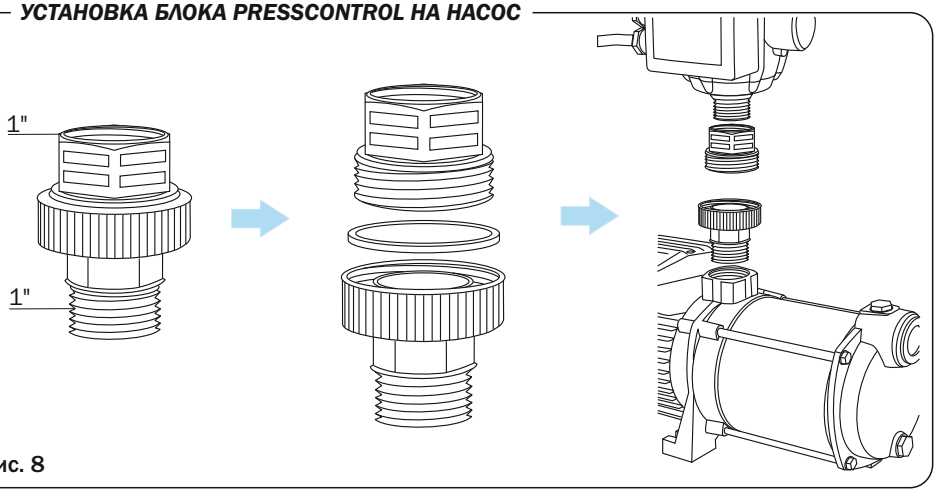

рис. 8
- Установить блок управления на насос как показано на рис.8. Для удобства монтажа рекомендуется использовать входящий в комплект поставки разъемный фитинг.